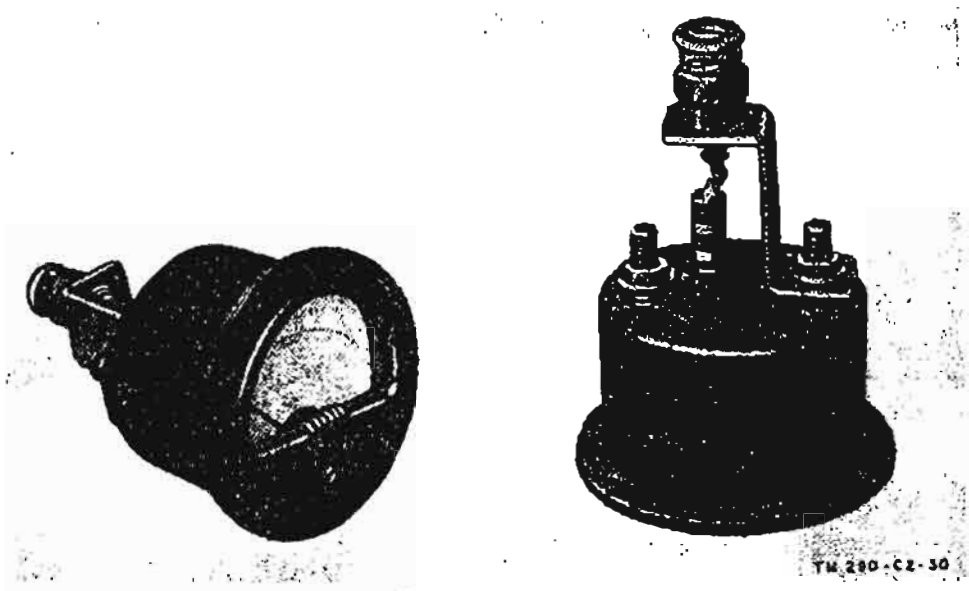

FIG. 35 - Antenna fittizia: vista laterale e frontale.
**50. Preparazione dell'antenna fittizia (fig. 35).**